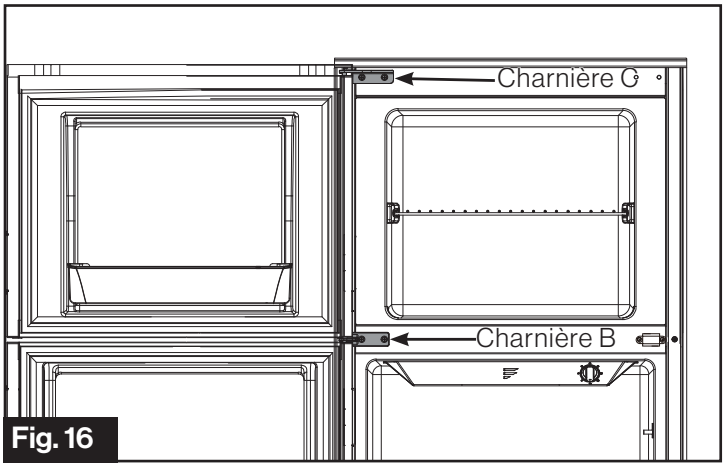

Fig. 16
8. Réinstallez la porte du congélateur, puis fixez la charnière C en haut à gauche. (Fig. 16)